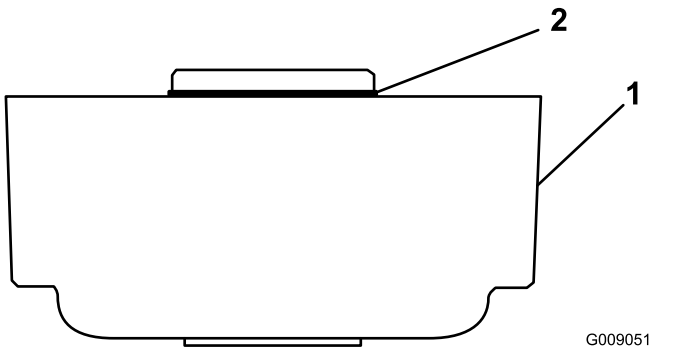

図 4
1. ローラブラシのハウジングにOリングがついていることを確認する図 4。